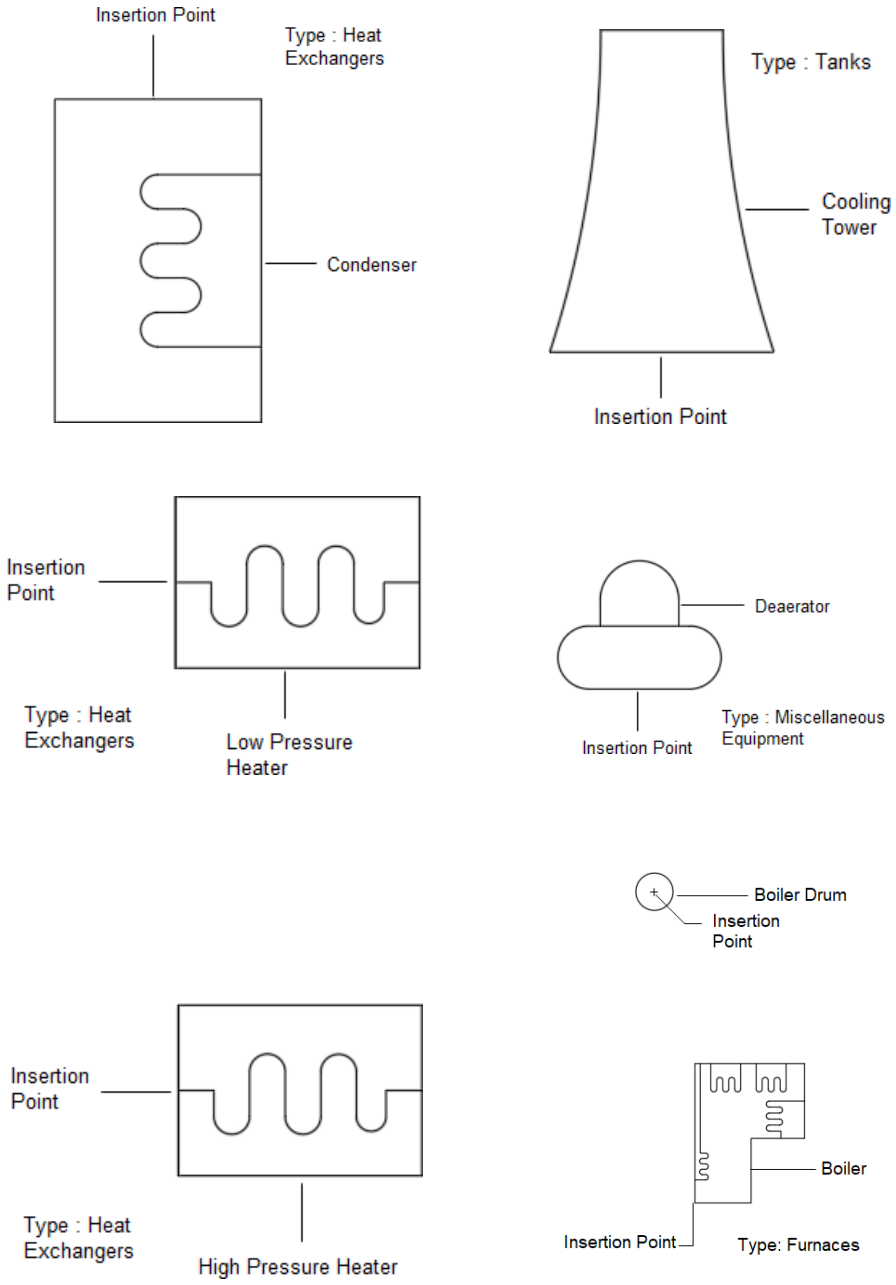

Figure P-4 *The Shapes of the symbols to be added to the* ***TOOL PALETTES***
15. Follow the above discussed procedure to add other equipment symbols to the **TOOL PALETTES**. Refer to Figure P-4 for the shapes of the remaining equipment symbols which are to be added to the **TOOL PALETTES**.